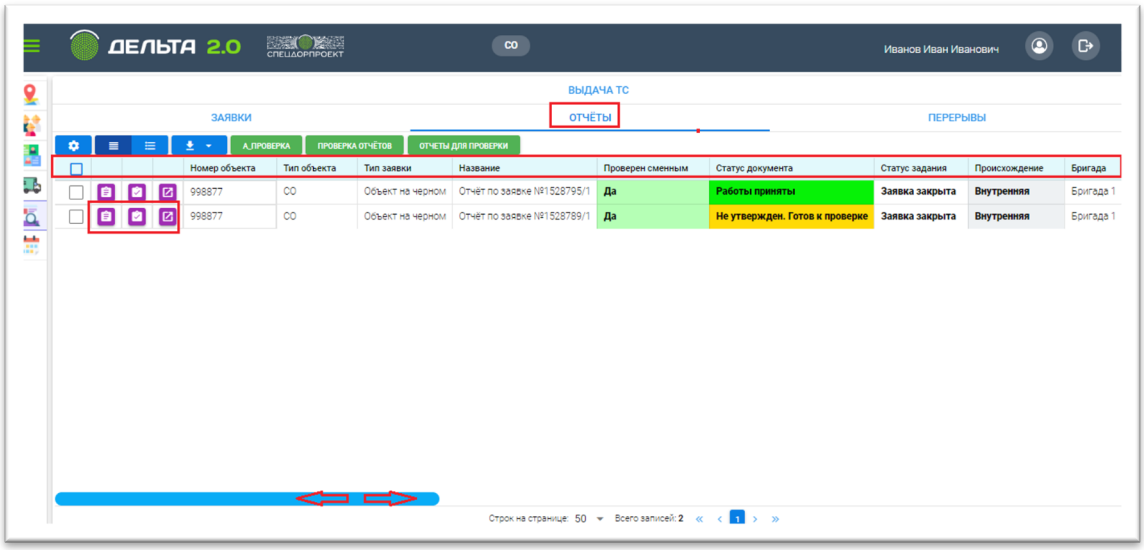

Рисунок 55 - Вкладка «Журналы/Реестры», вкладка «Отчёты»
7.4. Вкладка «Журналы/Реестры», вкладка «Отчёты». Отображена информация о номере объекта, типе объекта, типе заявки, названии отчёта, статусе документа, проверке сменным, статусе документа, статусе задания и другой подобной информации. Возможно открыть отчёт в новой вкладке и заявку по данному отчёту (Рис. 55).